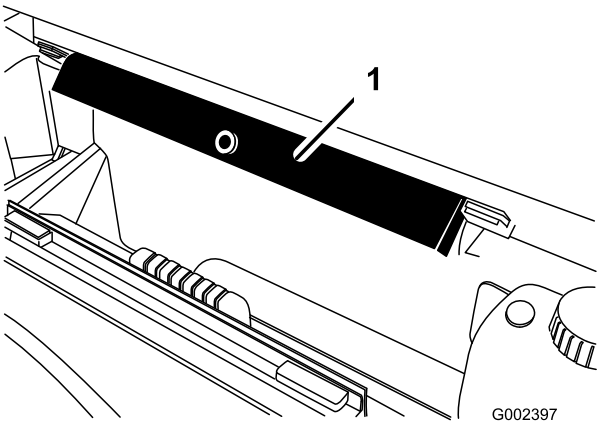

Figur 12
2. Fjern sikkerhedsstøtten fra opbevaringsbeslagene bag på styrtbøjlepanelet (Figur 12).